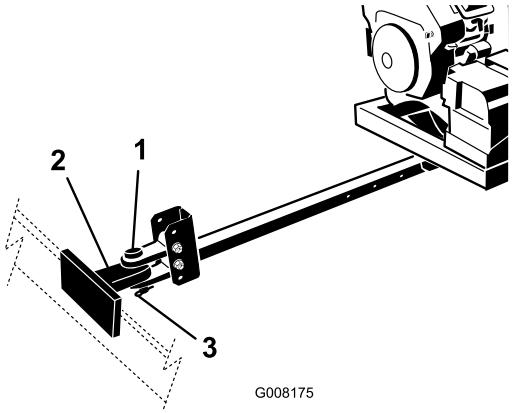

Figuur 8
4. Sluit de trekhaak van de blazer aan op het sleepvoertuig met de pen (Figuur 8).